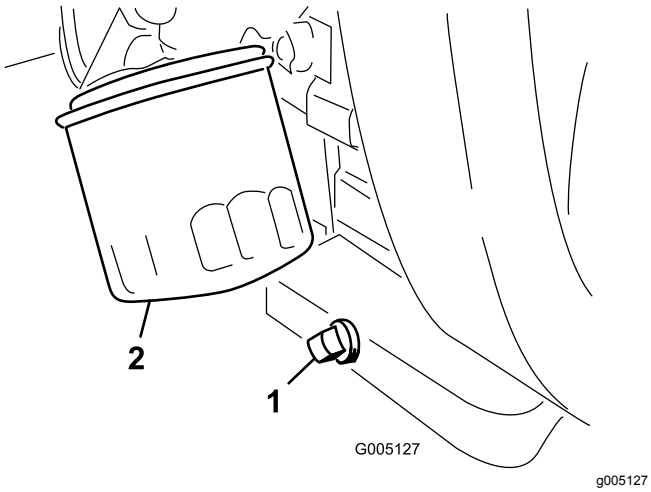

Figur 43
1. Fjern aftapningsproppen (Figur 43), og lad olien flyde over i aftapningsbeholderen.
2. Rengør gevindene på aftapningsproppen, påfør PTFE-forseglingsmiddel, og sæt aftapningsproppen på plads (Figur 43).
3. Fjern oliefilteret (Figur 43).